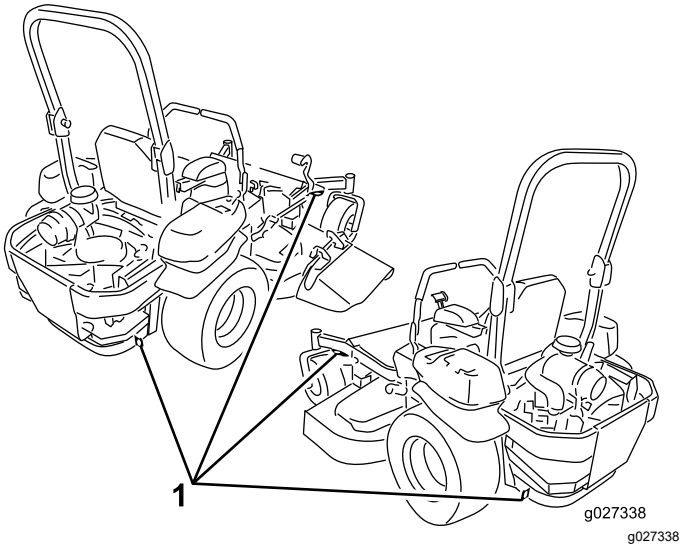

Figur 43
6. Bind fast maskinen nära de främre svänghjulen och den bakre stötdämparen med remmar, kedjor, kablar eller rep (Figur 43). Kontrollera vilka lokala bestämmelser som gäller för transport på släp.